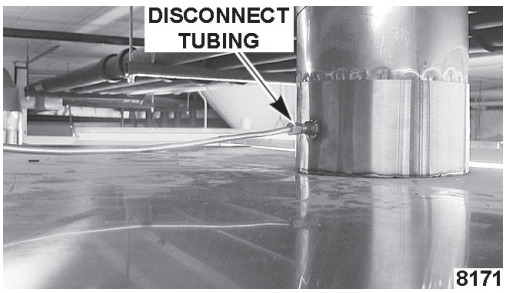

Fig. 14
B. Gain access to the top of the oven and disconnect tubing (Fig. 14) from exhaust vent collar. Burner should go out.